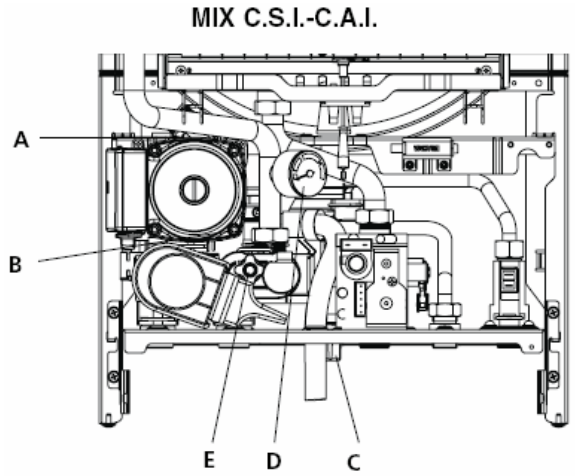

Рис. 22
- отвинтите на два три оборота крышку автовоздушника (**A**, рис. 22 и 23);
- откройте кран подпитки **C** (внутри котла для моделей MIX C.S.I. – C.A.I., внешний для MIX R.S.I. – R.A.I.) и держите его открытым, пока давление на манометре **D** не достигнет значения от 1 до 1,5 бар (голубая зона) (рис. 22 и 23).
ЗАМЕЧАНИЕ (только для MIX C.S.I. – C.A.I.): даже если на котле стоит полуавтоматический клапан подпитки, первое заполнение системы водой должно быть выполнено с использованием ручного крана подпитки **C** (рис. 22).
- присоедините трубку, входящую в комплект поставки, к сливному клапану котла (**E**, рис. 22 и 23);